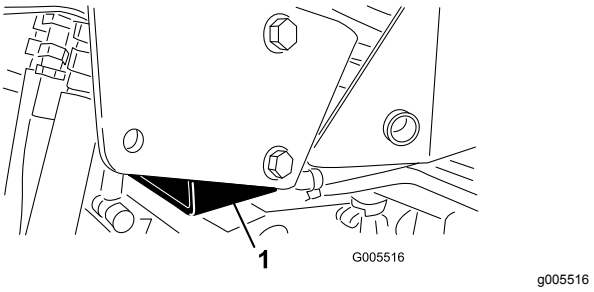

Figuur 35
- Rechts – onder het stutplatform en naast de steunbeugel van de rolbeugel (Figuur 35)